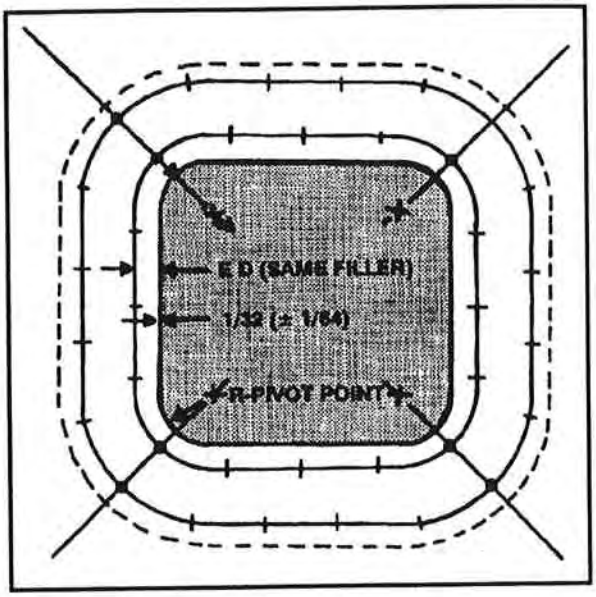

Figure 8-25. Establishing rivets on filler
- Make the rivet layout for the filler by establishing a known rivet point in each corner and using a rivet pitch between 3 and 10 rivet diameters. Edge distance for countersunk-head rivets is 3 diameters (Figure 8-25). Drill rivet holes prior to final fitting of the filler. This prevents the filler from slipping, which might be the case if the filler is filed to exact size and then drilled. Also, take the gap into account when calculating the edge distance for the filler.